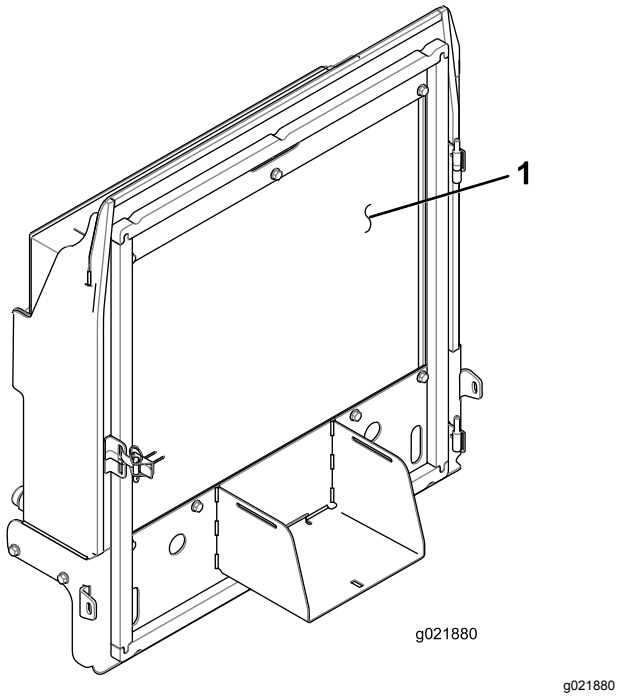

Figura 83
4. Limpe os dois lados do dispositivo de arrefecimento de óleo e o radiador com ar comprimido (Figura 83).